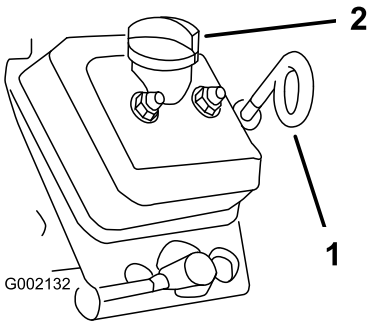

Figur 18
3. Använd en trasa och gör rent runt oljestickan och dess lock (Figur 18) så att smuts inte kan ramla ner i påfyllningsröret och skada motorn.
4. Ta bort oljestickan och torka av änden (Figur 18).
5. Stick ner oljestickan helt i påfyllningsröret och se till att den sitter fast ordentligt (Figur 18).
8. Sätt tillbaka påfyllningslocket. Se Figur 18.
9. Sätt ned oljestickan så att den sitter ordentligt (Figur 18).